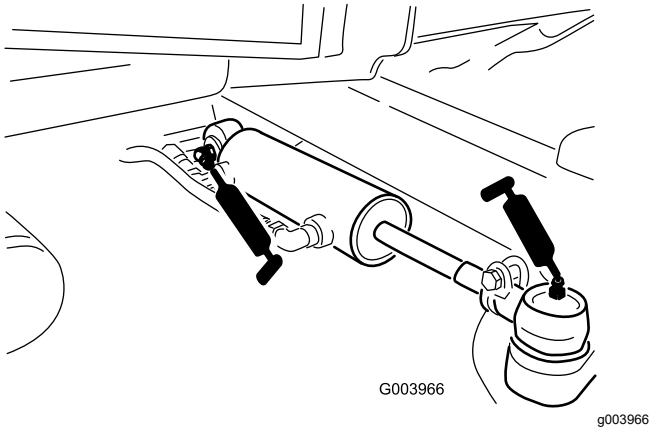

Rysunek 44
- Przeguby kulowe siłownika układu sterowniczego (2) (Rysunek 44)